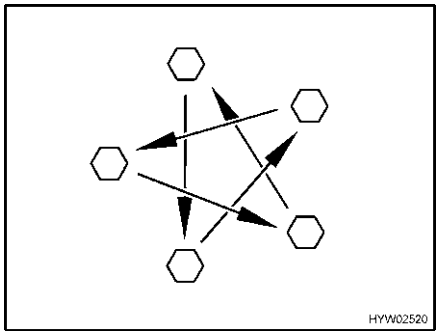

Fig. 216 Tighten the wheel nuts or wheel bolts cross-wise
- Check regularly that the wheel nuts or wheel bolts are firmly seated. Re-tighten the wheel nuts or wheel bolts of a changed wheel cross-wise (Fig. 216) after 50 km (30 miles).
- ▷ Tighten the wheel nuts or wheel bolts cross-wise (Fig. 216).